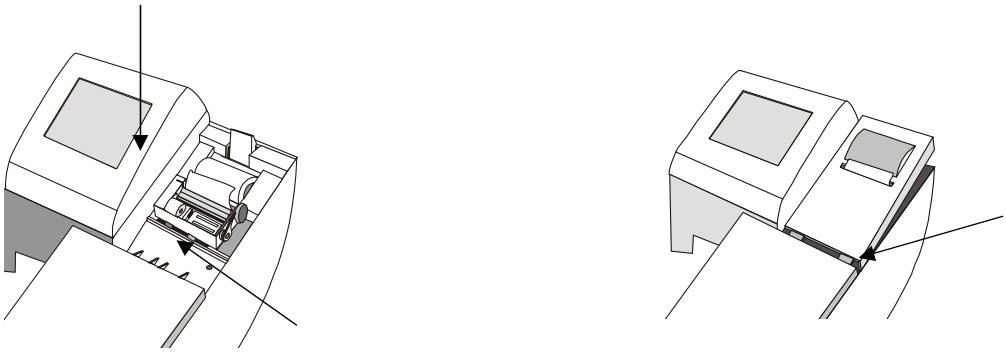

Figure 2-9
2.3.6 Install printing paper（Figure2-9）